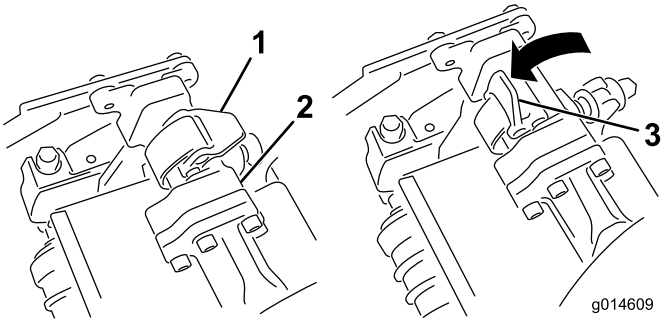
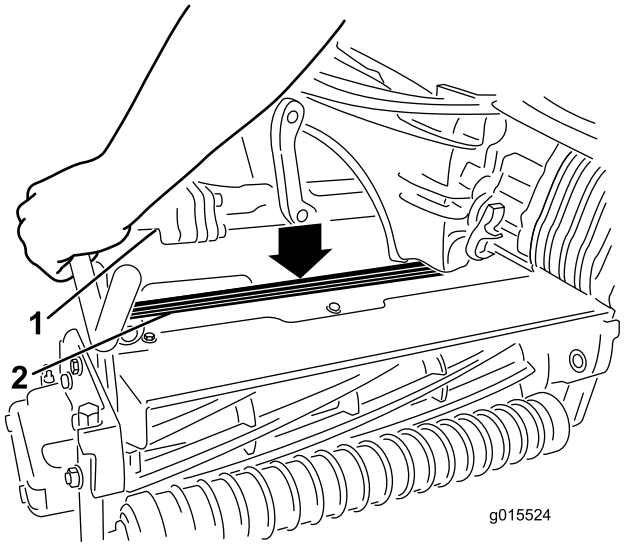

**Figur 35**
**Figur 36**
4. Låt spärrarna på upphängningsarmstången peka uppåt (dvs. de ska vara öppna) (Figur 35) och tryck upphängningsarmen nedåt så att stången passar över stången över ovansidan av klippenheten (Figur 36).
5. Fäll spärrarna nedåt och runt klippenhetsstången och lås dem på plats (Figur 35).
5. Öppna spärrarna på upphängningsarmstången på den klippenhet som du tar bort (Figur 35).